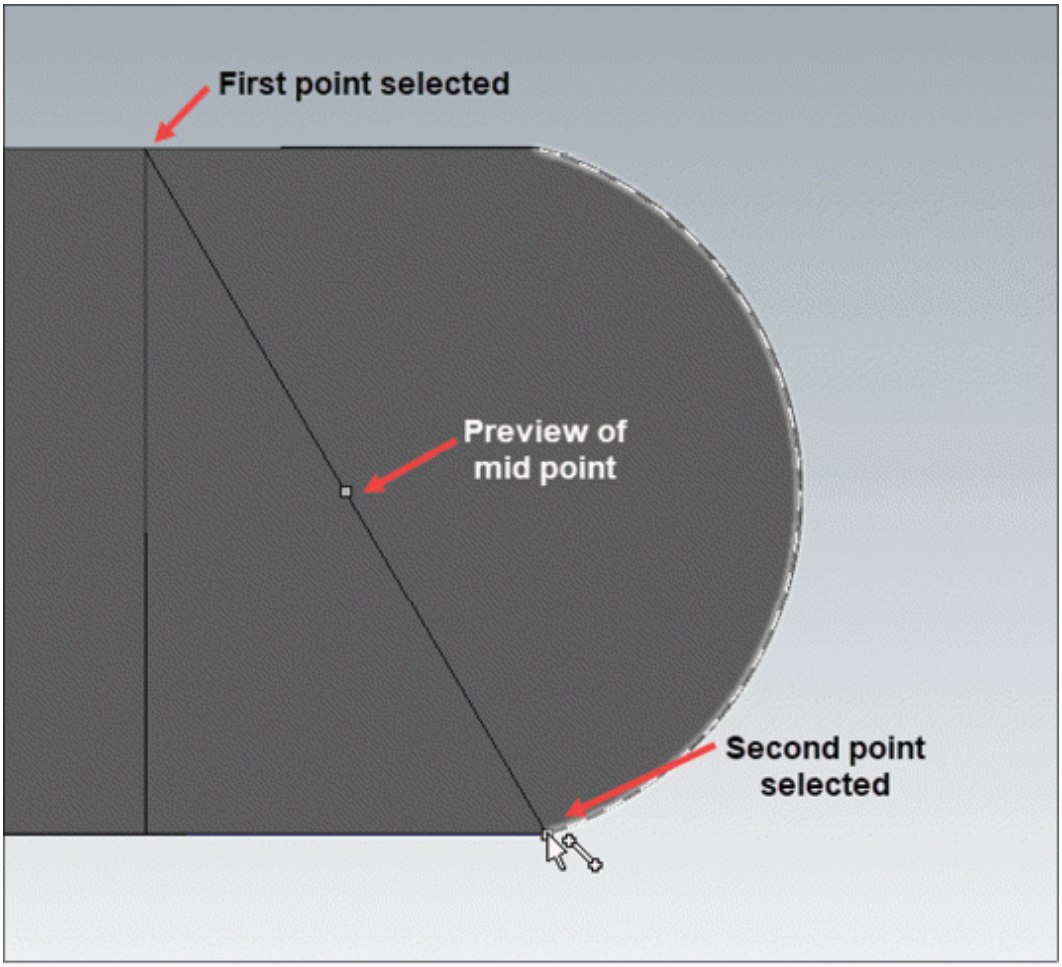

Figure-27. Selecting mid point between two points
- Select the **`Midpoint 2 Points`** option from the drop-down to select mid point between two selected points; refer to Figure-27.